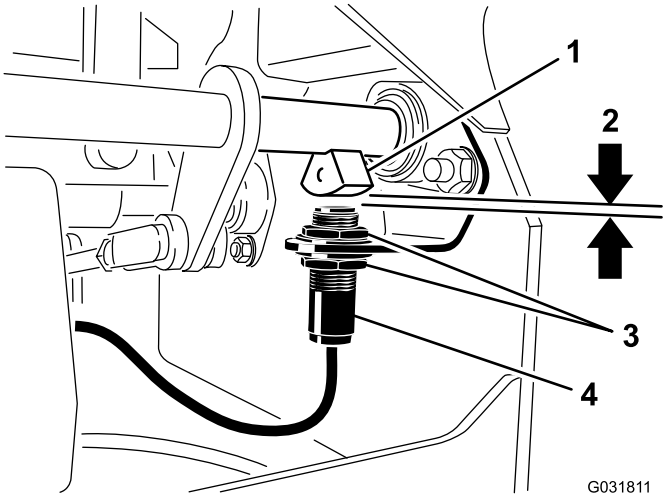

**Rysunek 48**
4. Przesuwaj przełącznik w górę lub w dół na wsporniku, aż odległość między czujnikiem wału hamulca i trzpieniem ruchomym przełącznika wyniesie 4 mm, jak pokazano na Rysunek 48.